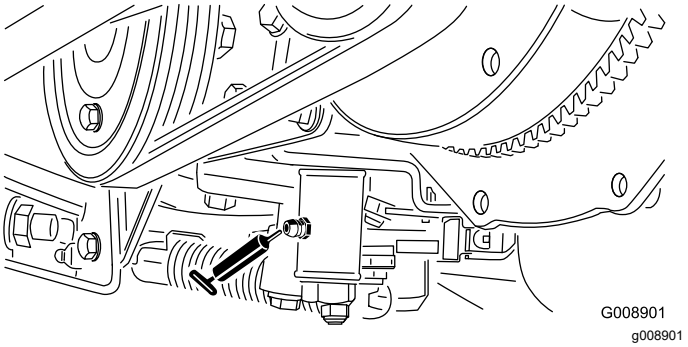

**Figure 52**
- Mécanisme de réglage du point mort (Figure 52)